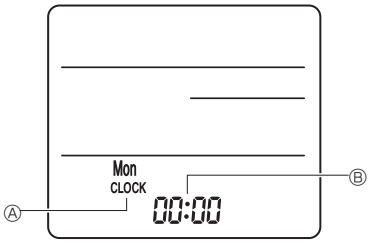

Fig. 6-9
3) Configuración (Ajuste del reloj) (Fig. 6-9)
① Inserte las baterías o pulse el ● CLOCK botón con algún objeto puntiagudo. [CLOCK] (RELOJ) Ⓐ y [:] Ⓑ parpadean.
② Pulse el botón RESET ● con algún objeto puntiagudo.
③ Pulse el botón ⌃⌄ para configurar la hora.